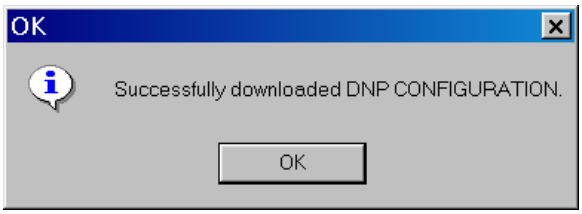

Figure 3-75 Download Complete Dialog Screen
3. When the DNP Configuration file has been downloaded TapTalk will display a confirmation screen (Figure 3-75). Select **OK**. TapTalk will return to the Main Screen.